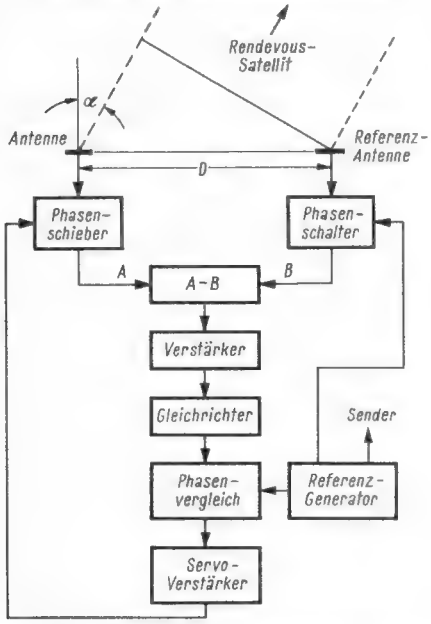

Bild 5. Blockschaltbild der Winkelmeßanordnung
Wenn die Entfernungsmessung und die Nachstimmung (AFC) des Überlagerungsoszillators durchgeführt sind, beginnen die Winkelbestimmungen. Die Grundlage der Winkelmessungen bildet das Interferometerprinzip *(Bild 5)*, d. h. es wird jeweils die Differenz des Abstandes des Rendezvous-Satelliten von der Referenzantenne (Bild 1) und einer der beiden anderen Empfangsantennen gemessen. Diese Entfernungsdifferenz bietet sich dar in Form einer Phasendifferenz der Signale beider Antennen.
Eine weitere interessante Lösung stellt die Form der Phasenmessung (φ_r) dar. Die Genauigkeit der Messung hängt weitgehend vom Auflösungsvermögen des in Kanal A (Bild 5) eingezeichneten Phasenschiebers ab. Mit seiner Hilfe wird ein Phasennullabgleich vorgenommen. Daneben ist aber, wie aus Gleichung (2) hervorgeht, das Verhältnis Winkel- zu Phasen-Meßfehler umgekehrt proportional der Größe D. Aus diesem einfachen Grunde wählt man nach Möglichkeit bei herkömmlichen Anlagen die Antennenbasis D in der Größenordnung mehrerer Wellenlängen. Dabei wird eine Mehrdeutigkeit der Phasenmessung in Kauf genommen, denn sie läßt sich, sofern man einen hohen Aufwand nicht scheut, wieder rückgängig machen. Die Abmessungen der Geminikapsel lassen jedoch weder einen großen Abstand der Antennen zu, noch das Mitführen übermäßiger Geräteausstattung. Daher entschied man sich, die Basis D kleiner als die Wellenlänge λ zu machen ($D/\lambda = 0{,}85$, $D \sim 20$ cm, $\lambda \sim 25$ cm). Dadurch sind die Phasen- und Winkelwerte eindeutig zugeordnet.